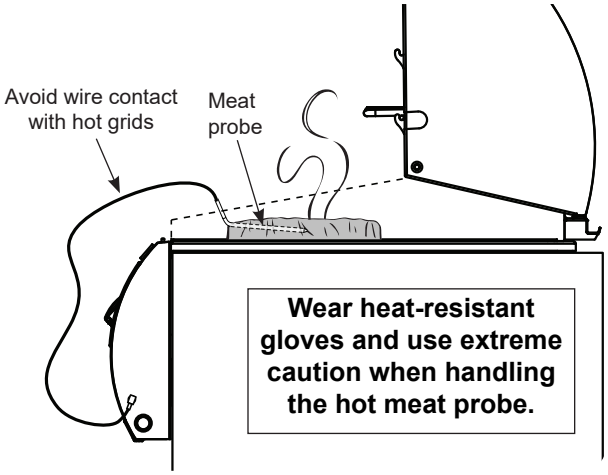

Fig. 32-3 Meat probe
- Meat probe wire is rated up to 800˚F and cannot withstand continuous contact with flame. Avoid wire contact with hot cooking grids. See Fig. 32-3. If wire shows visible damage, meat probe needs to be replaced.